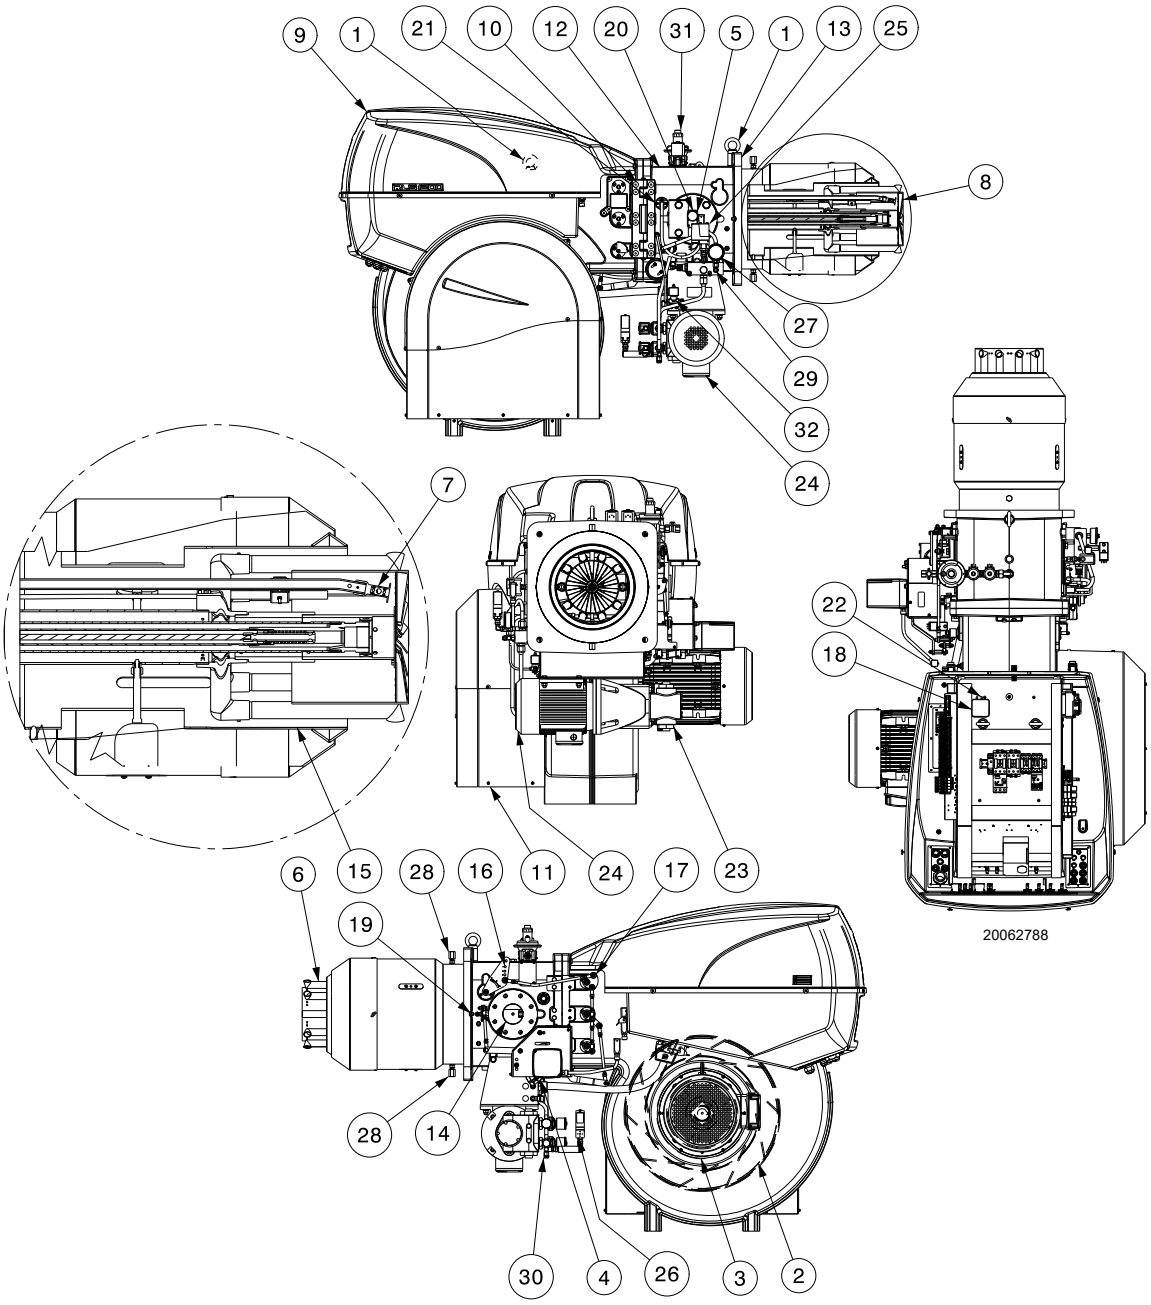

Fig. 4
(1) Conditions de référence : Température ambiante 20° C - Température du gaz 15° C - Pression barométrique 1 013 mbar - Altitude 0 m s.n.m.
(2) Pression à la prise 5)(Fig. 4 à la page 11) avec pression zéro dans la chambre de combustion et à la puissance maximale du brûleur.
(3) Pression sonore mesurée dans le laboratoire de combustion du constructeur, avec le brûleur fonctionnant sur la chaudière d'essai, à la puissance maximale. La Puissance sonore est mesurée selon la méthode « Free Field », prévue par la Norme EN 15036 et la classe de précision « Accuracy » : Category 3 », comme décrit par la Norme EN ISO 3746.
L'entrée du gaz s'effectue uniquement du côté gauche du brûleur comme indiqué dans la Fig. 4.